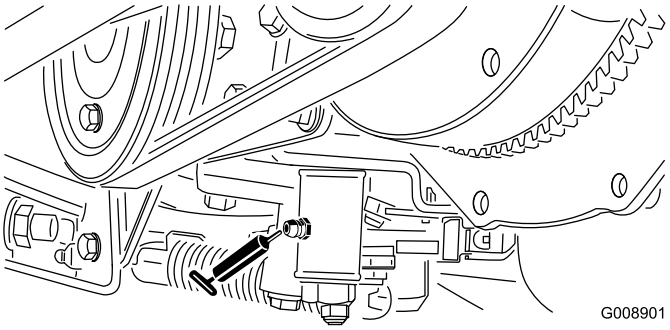

Figur 54
- Justeringsmekanism för neutralläge (Figur 54)